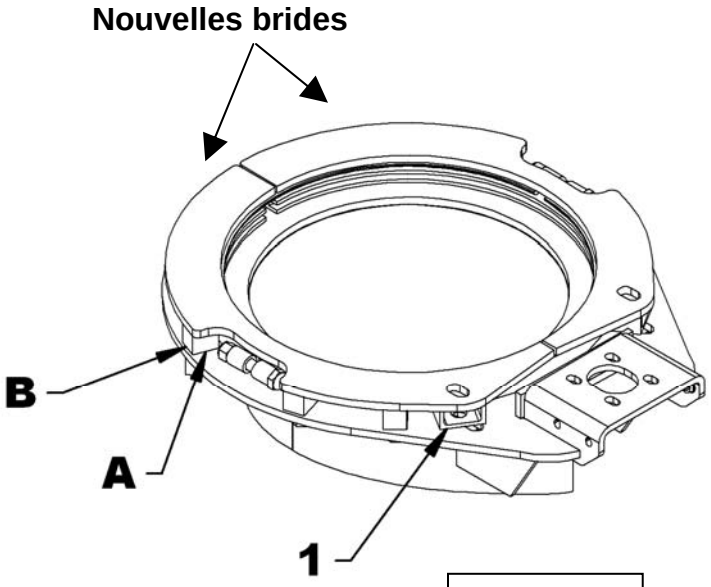

Figure 6A
3. **Figure 6A:** Tracer des lignes de chaque côté des blocs (A) et du côté extérieur (B) des blocs.